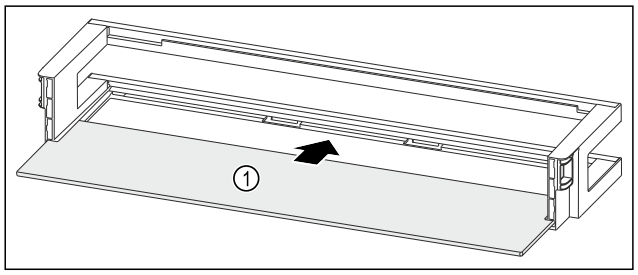

Fig. 144 Door rack with shelf
▶ Push the shelf *Fig. 144 (1)* into the side recesses.